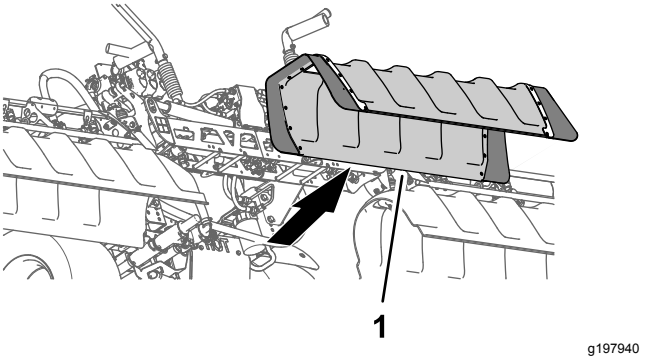

Rysunek 26
2. Zdejmij pokrywę środkowej sekcji z maszyny (Rysunek 26).